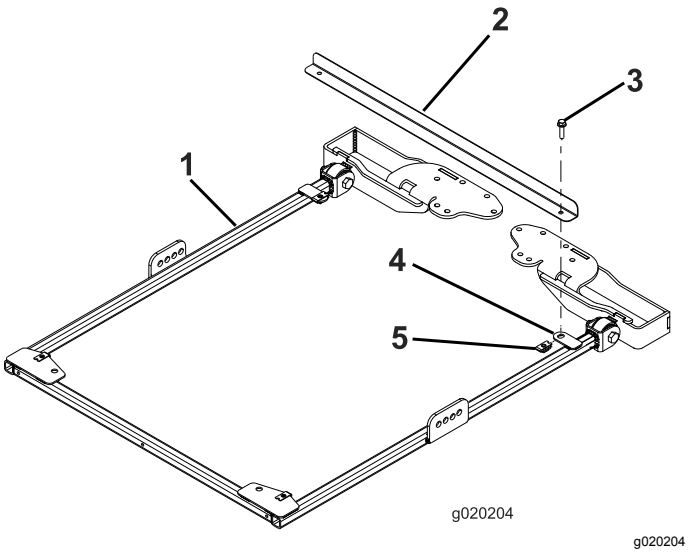

Figur 5
1. Raminriktningsstången ska fästas på monteringstapparna på den bakre delen av solskärmens ram med två flänsskruvar (5/16 × 1 1/4 tum) enligt Figur 5 så att ramen riktas in på rätt sätt.